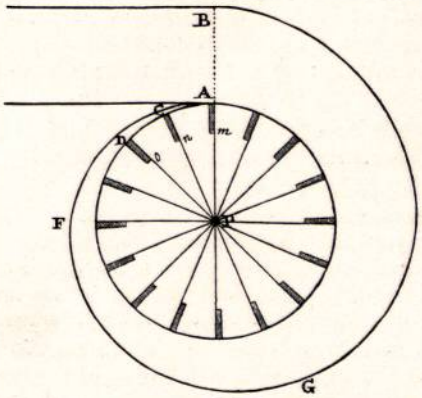

Abb. 243. Zentrifugalventilator nach Papin, 1689. Zugleich als Zentrifugalpumpe benutzt.
7. Zentrifugalgebläse. Georg Agricola beschreibt in seinem Buch De re metallica Gebläse, die aus zylindrischen Kästen bestehen. In diesen Kästen drehen sich vier Flügel. Agricola sagt ausdrücklich, daß diese Gebläse damals gebräuchlich sind. In den Holzschnitten zu Agricolas Buch sind an diesen Gebläsedarstellungen zeichnerische Fehler gemacht worden. Man darf aber daraus nicht schließen, daß Agricola deshalb nicht einen wirksamen Zentrifugalventilator gekannt habe. Allerdings scheint dieser Ventilator nicht über den sächsischen Bergbau hinaus bekannt geworden zu sein. Anscheinend erfand Denis Papin ihn von neuem, um sein Tauchboot lüften zu können (Acta Eruditorum, 1689, S. 317; vgl. Abb. 243). — Alsbald kamen diese Ventilatoren an Siebmaschinen (s. d.) zur Anwendung. Obwohl die Siebmaschinen von Knoppers mit Zentrifugalventilator im Jahre 1716 der Pariser Akademie vorgelegen hat, wurde dem französischen Ingenieur Teral im Jahre 1728 von der gleichen Akademie wiederum der Zentrifugalventilator begutachtet. Teral sagt aber selbst, die Maschine sei nicht neu, sie finde sich bereits zum Reinigen von Getreide und auch in dem Werk von Agricola.